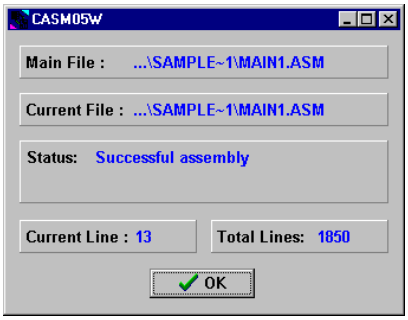

**Figure 8-1. CASM05W Window**
6. The CASM05W window displays during assembly, showing the files and progress of the assembler in the Status area. When assembly completes successfully, the assembler window appears like the one shown in Figure 8-1.